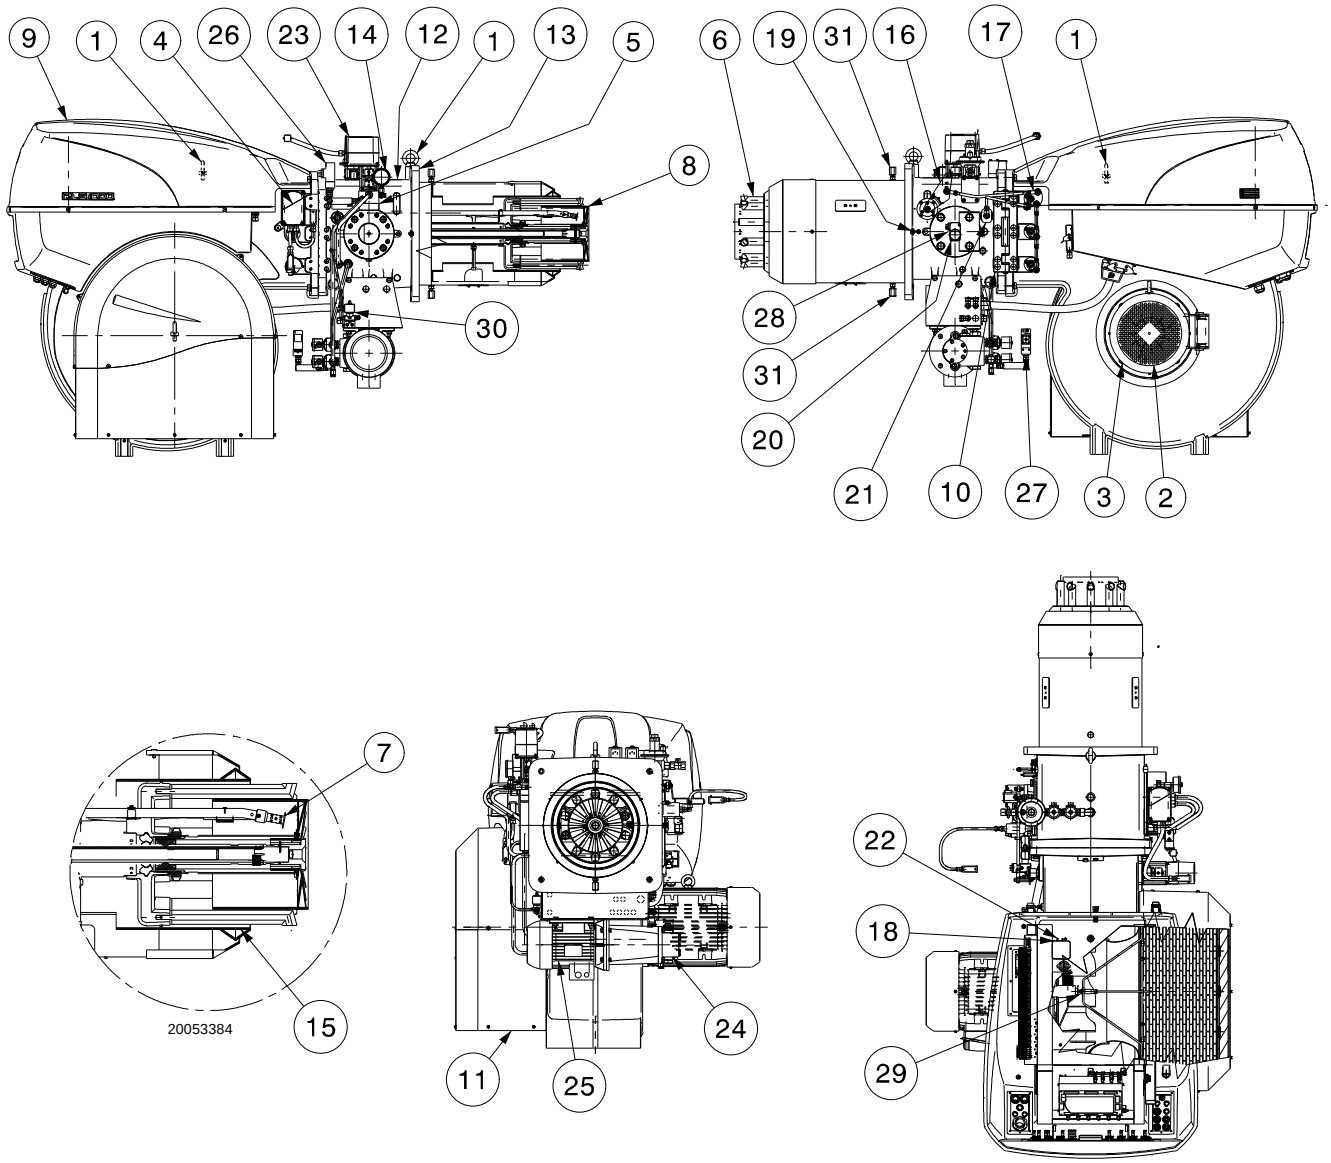

Fig. 4
(1) Reference conditions: Ambient temperature 20°C - Gas temperature 15°C - Barometric pressure 1013 mbar - Altitude 0 m a.s.l.
(2) Pressure on the test point 28(Fig. 4) with zero pressure in the combustion chamber and at maximum burner output.
(3) Sound pressure measured in manufacturer's combustion laboratory, with burner operating on test boiler and at maximum rated output. The sound power is measured with the “Free Field” method, as per EN 15036, and according to an “Accuracy: Category 3” measuring accuracy, as set out in EN ISO 3746.
The gas can only enter from the right side of the burner as shown in Fig. 4.